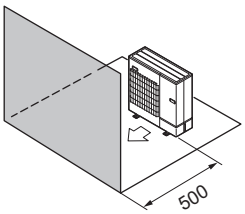

Fig. 2-10
(4) Obstacles uniquement à l’avant (Fig. 2-10)